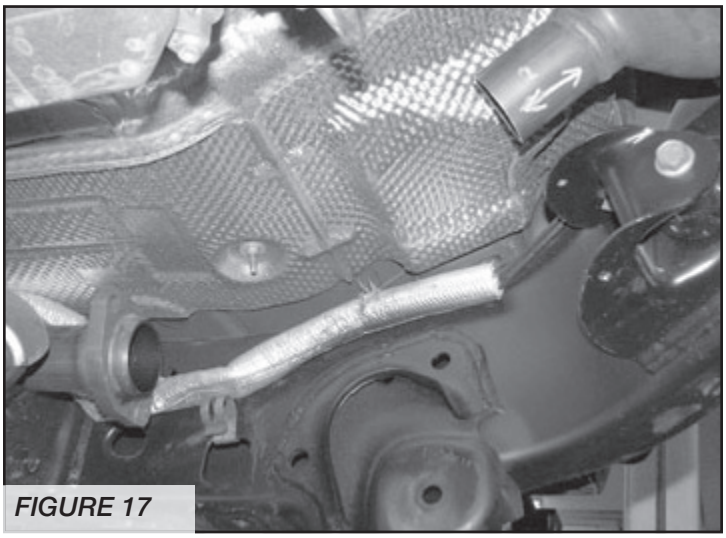

*FIGURE 17*
14. Locate the flange at rear of the pipe just cut. Remove mounting bolts at the flange and discard this section of Exhaust pipe. **SEE FIGURE 17.**